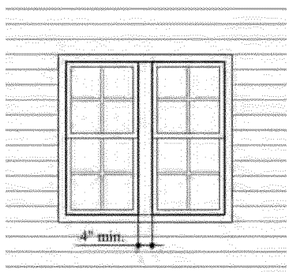

*Figure 24*
- Two windows paired in the same rough opening should be separated by a minimum 4” nominal post (mullion). See Figure 24.